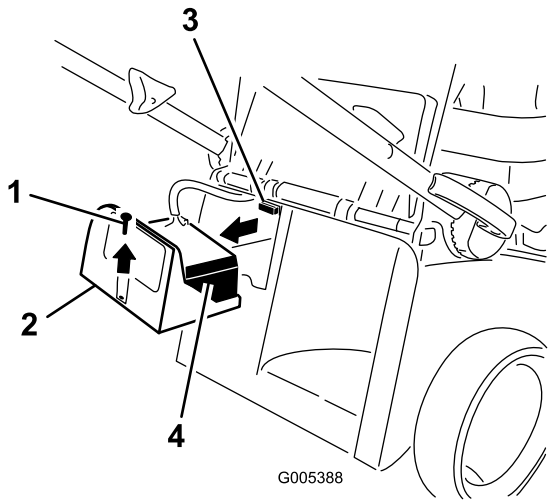

Figur 8
1. Ta bort batterikåpan och batteriet så att du ser säkringshållaren (Figur 8).